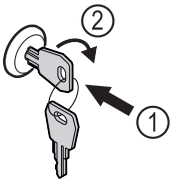

Fig. 173 Reprezentare exemplificatoare
▶ Introduceți cheia prin apăsare *Fig. 173 (1)*.
▶ Rotiți cheia cu 90° în sensul acelor de ceasornic *Fig. 173 (2)*.